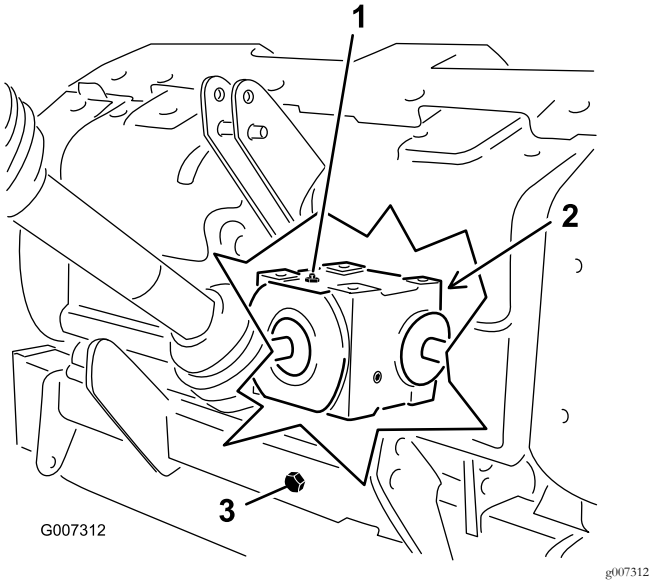

Figur 31
2. Ta kontrollpluggen ut av girkassen (Figur 31).
3. Kontroller at oljenivået når opp til bunnen av girkassens kontrollplugghull (Figur 31).
1. Fjern rusk fra fyllepluggen og tappepluggen for å unngå kontaminering (Figur 31).